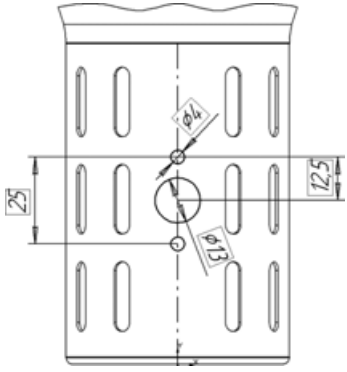

Рис. 5.221
- Для определения расстояния между малыми окружностями проставьте вертикальный линейный размер, указав в качестве базовых центральные точки окружностей (рис. 5.221). Присвойте размеру значение 25.